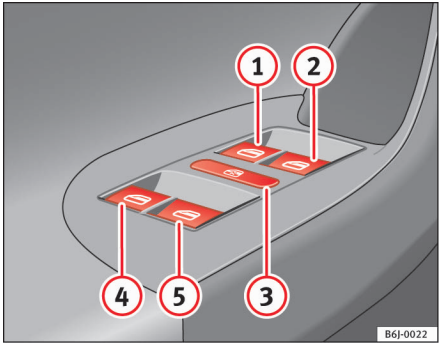

Fig. 47 Udsnit af førerdøren: kontakter til de forreste og bageste elruder
Kontakterne⇒ side 82, fig. 47 (1), (2), (4) og (5) har to trin til åbning og to til lukning af ruden. Derved bliver det lettere at styre åbningen og lukningen.